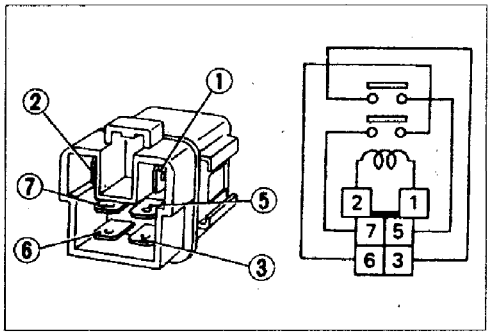

图 4－9－80
(2)冷却风扇继电器－2 及－3。见图 4－9－80 并参照表 4－14,检测端子③与⑤,⑥与⑦间线束是否导通。